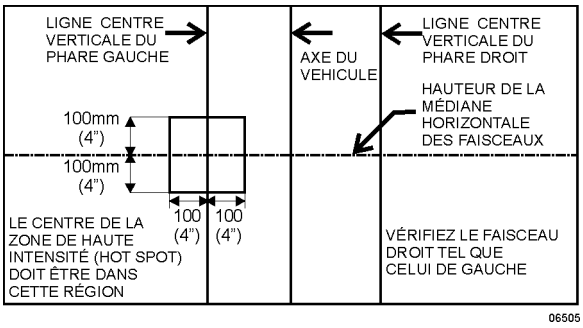

FIGURE 81 : LIMITES D'INSPECTION D'ORIENTATION DES FEUX DE ROUTE
6. Les limites d'inspection pour les feux de route doivent être au centre de la zone longue portée, de 10 cm (4 po) vers le haut à 10 cm (4 po) vers le bas; et, de 10 cm (4 po) de gauche à 10 cm (4 po) à droite sur un écran à 7,6 m (25 pi) (Figure 81).